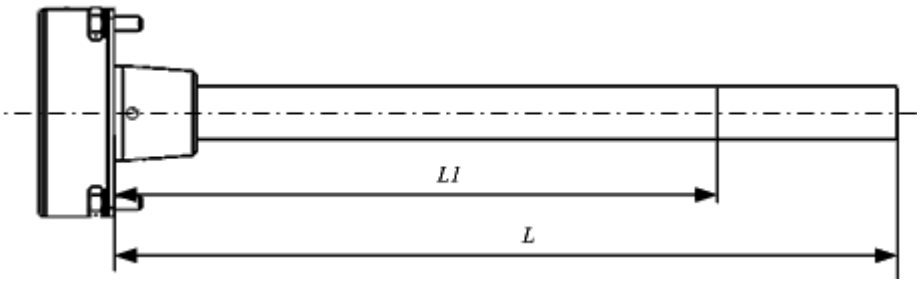

Рисунок 9
3) Отрезать ножовкой длину L1 изделия таким образом, чтобы линия среза была строго перпендикулярна продольной оси изделия (Рисунок 9).